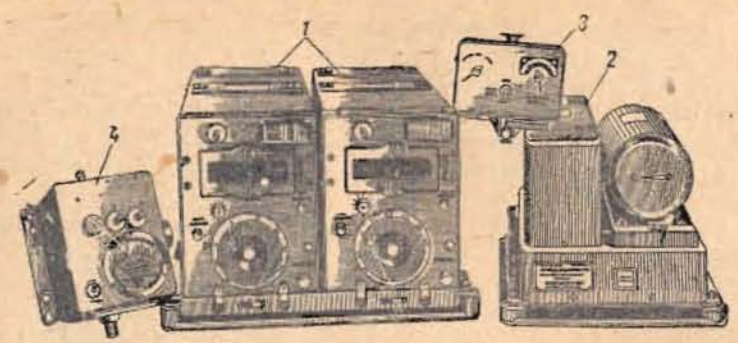

Рис. 32. Общий вид передающего устройства радиостанции SCR-274-N:
3. *Комплект* радиостанции (рис. 32 и 33) состоит из: